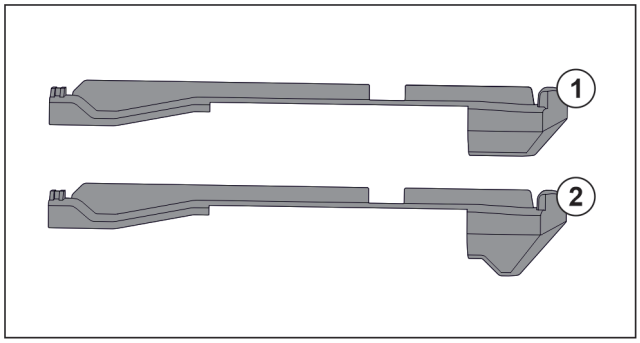

Fig. 128 Comparing attachments
There are two different attachments in the appliance. The attachment above the lowest drawer *Fig. 128 (2)* has a three-cornered edge. All other attachments *Fig. 128 (1)* have a straight edge.
▶ Fit attachment *Fig. 128 (2)* with the three-cornered edge above the lowest drawer.
▶ Fit attachment *Fig. 128 (1)* with straight edge in all other positions.